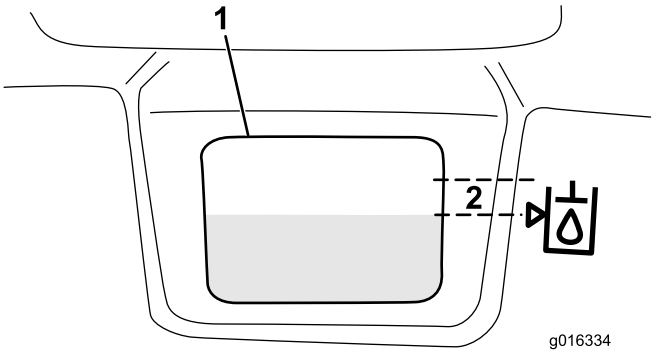

Figur 31
3. Fyll beholderen langsomt med passende hydraulisk væske til nivået er ved eller ikke mer enn 6 mm fra pilen i symbolet ved siden av det hvite vinduet foran beholderen (Figur 31). Ikke fyll på for mye.